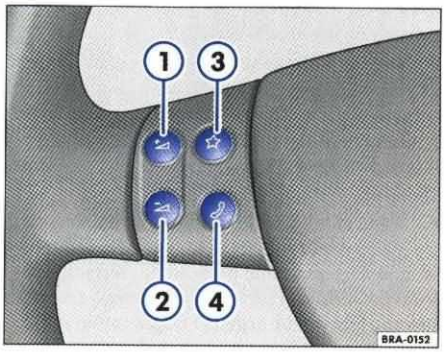

Rys. 22 Kierownica wielofunkcyjna: lewa strona
– krótko nacisnąć przycisk ⇒ rys. 22 w kierownicy wielofunkcyjnej[22].